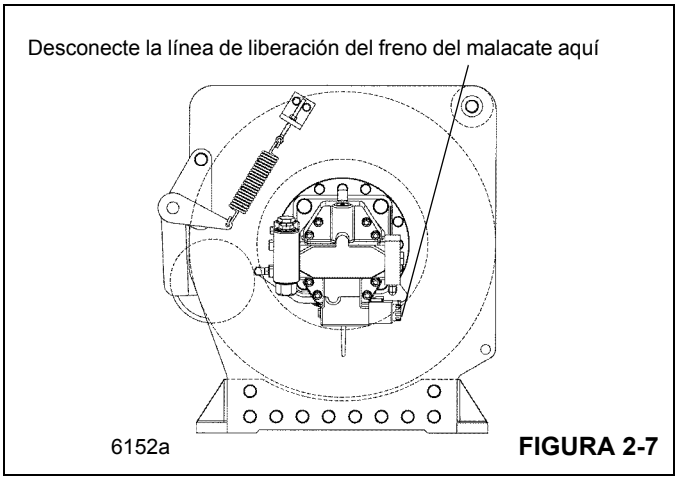

FIGURA 2-7
5. Desconecte y tape la manguera que conecta la válvula de control de sentido principal a la lumbrera A de la válvula de control del motor del malacate. (Vea la Figura 2-7.) Desconecte la línea de liberación del freno del malacate, coloque una tapa en el adaptador y tapone la manguera.